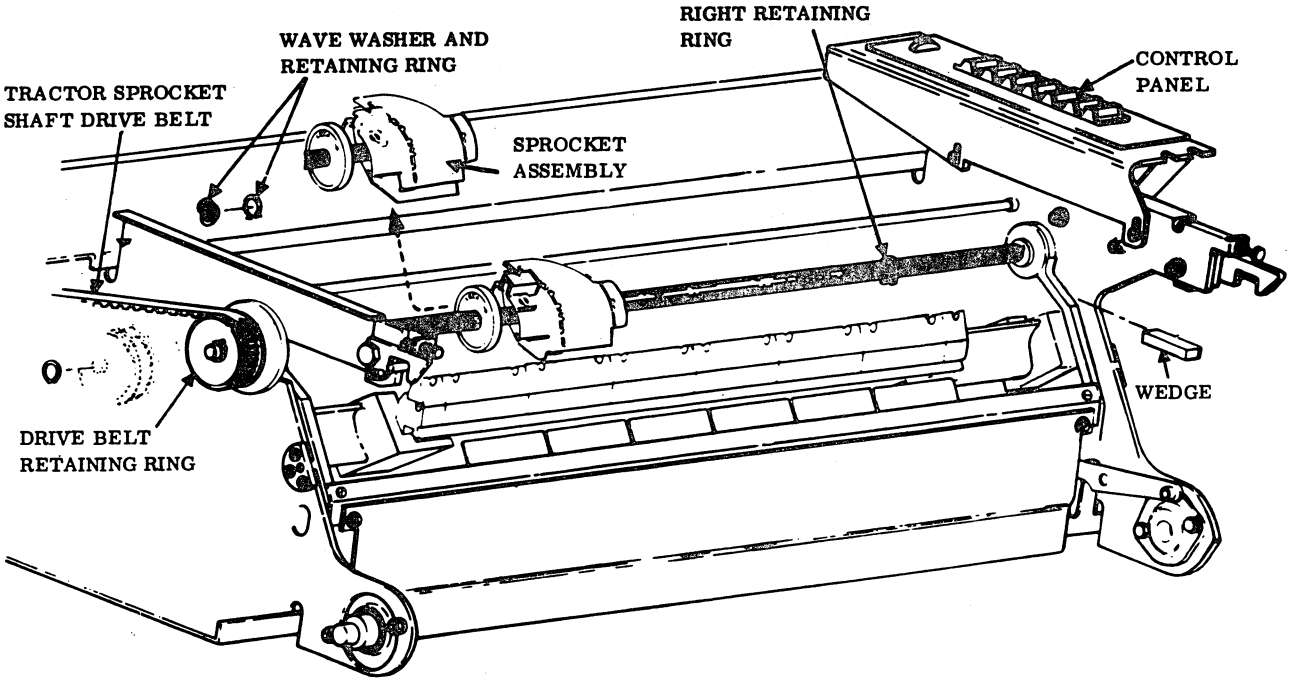

Figure 6F-45. Line Printer Tractor Assembly (Vertical Forms Drive Belt)
4. Install the drive belt by merely looping one end over the horizontal motion motor drive sprocket and the other end over the idler pulley (figure 6F-46).